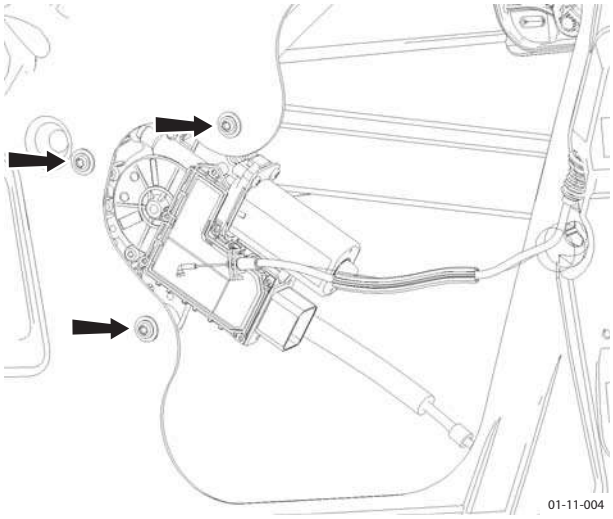

Figure 3
10. Remove screws (x3) securing regulator motor to door frame (see Figure 3).